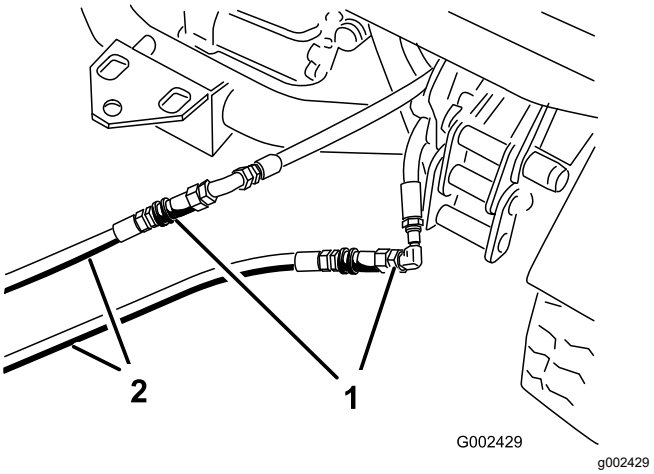

Figuur 72
3. Sluit de 2 opstartslangen op de defecte machine aan op de slangen die zijn losgemaakt (Figuur 72).